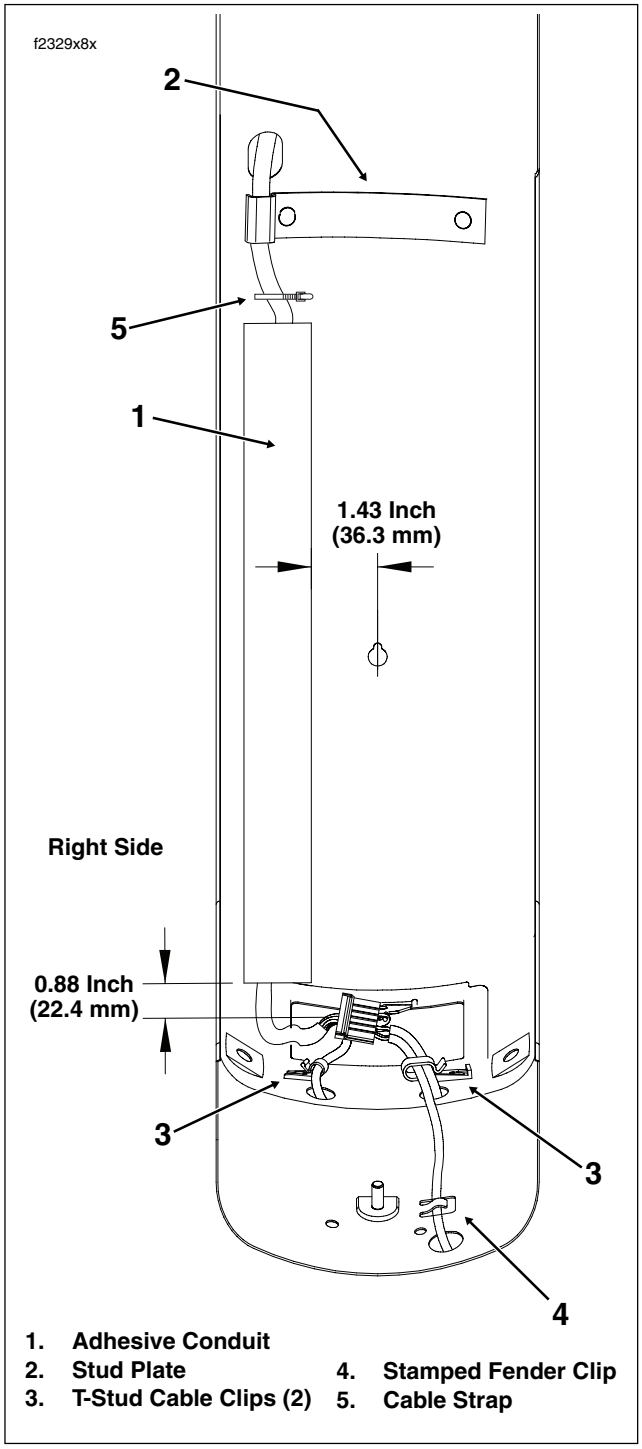

Figure 8-44. Rear Fender Well
c. Using a soapy Scotch Brite® pad, thoroughly clean fender well in area of adhesive conduit. See Figure 8-44.
Adhesive conduit should be approximately 0.88 inches (22.4 mm) from the chrome base hole and 1.43 inches (36.3 mm) from the fender seat screw centerline. See Figure 8-44.